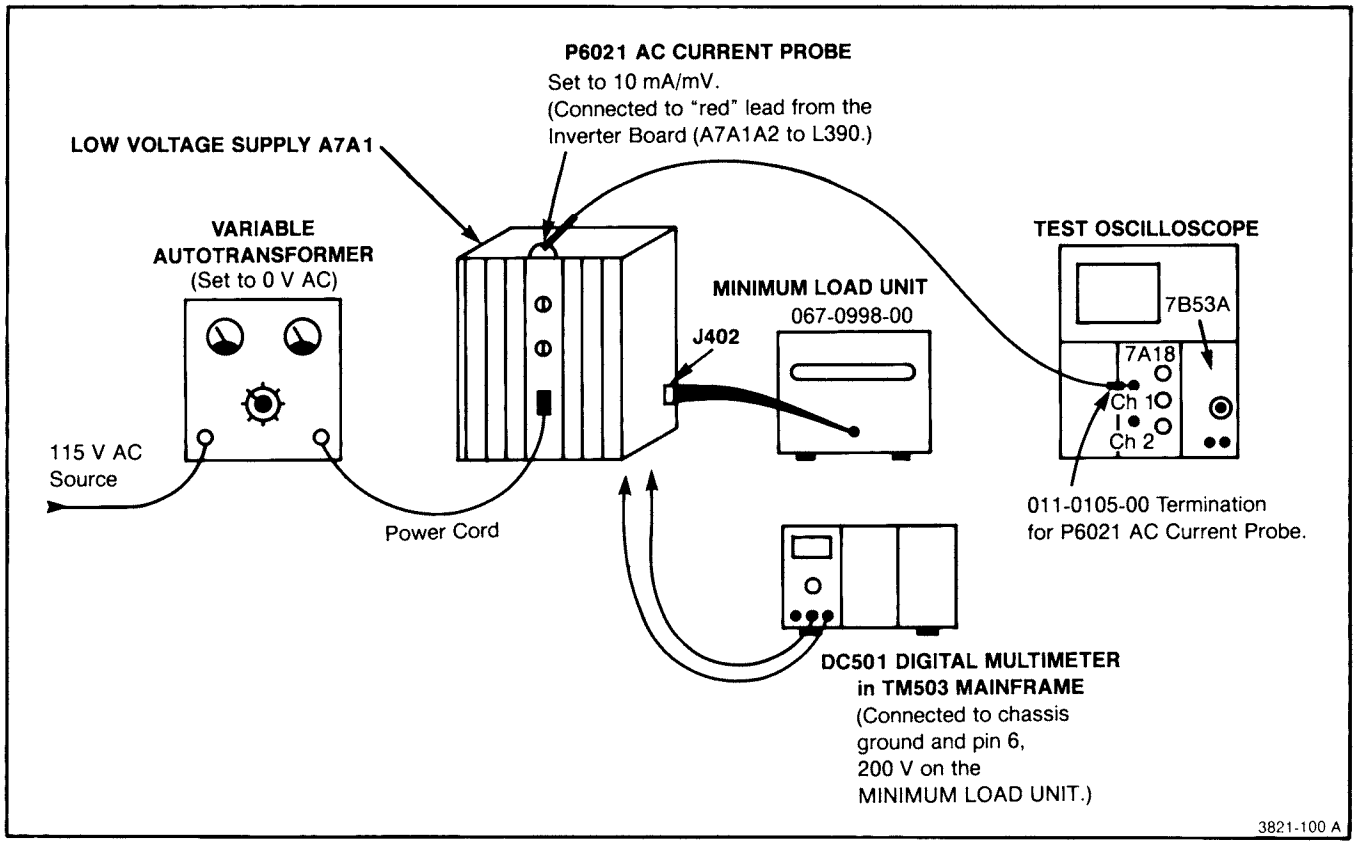

Fig. 8-4. Setup for troubleshooting the Low Voltage Power Supply.
3. Check the Output board, A7A1A3, and the power supply start network. Use the equipment and setup arrangement shown in Fig. 8-4. Also refer to Fig. 8-5.